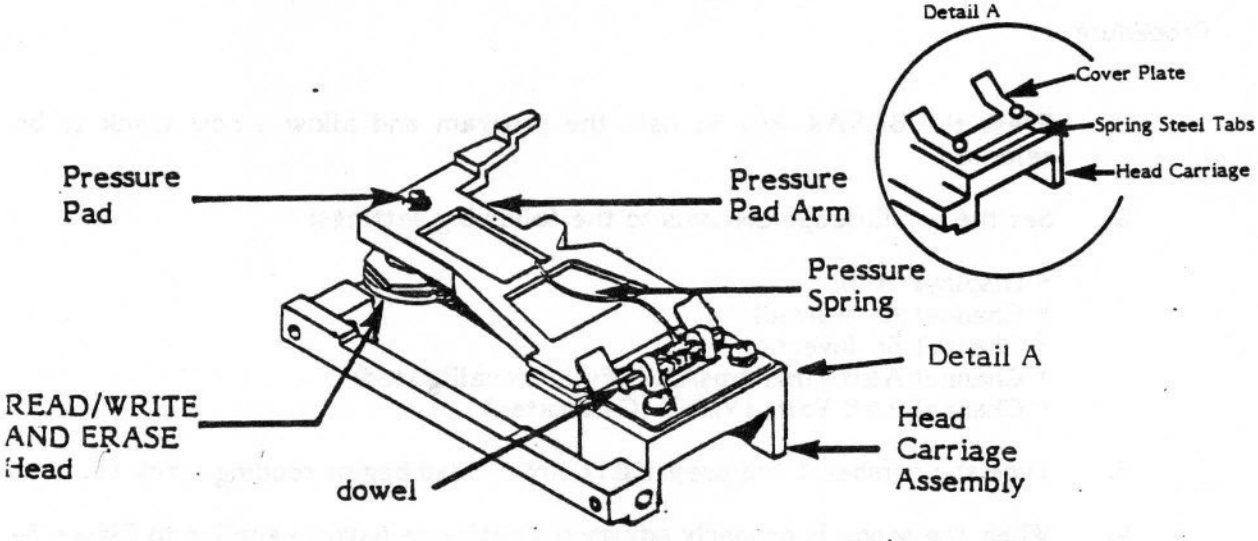

Figure 3-3. Head Assembly-Component Identification
5. Obtain a maximum output amplitude by pressing lightly with one finger on the pressure pad arm (See Figure 3-3). An amplitude equal to or greater than 80% of maximum value is correct amplitude.
7. Remove the dowel holding the pressure spring in place, then remove the pressure spring on the head carriage assembly (See Figure 3-3).